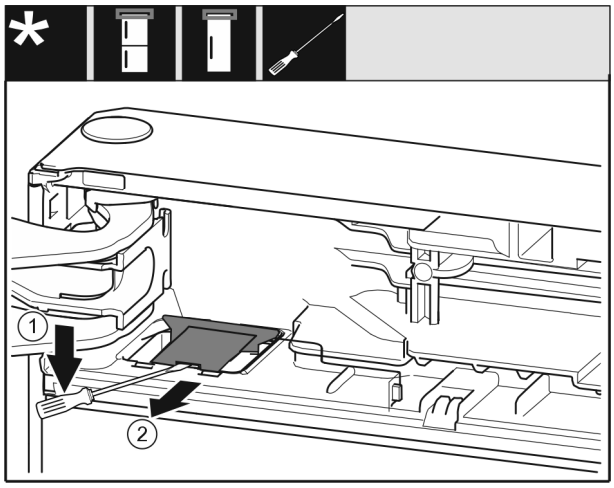

Fig. 11
▶ Mit einem Schlitzschraubendreher die Abdeckung ausrasten und aufheben. *Fig. 11 (1)*
▶ Abdeckung herausnehmen. *Fig. 11 (2)*